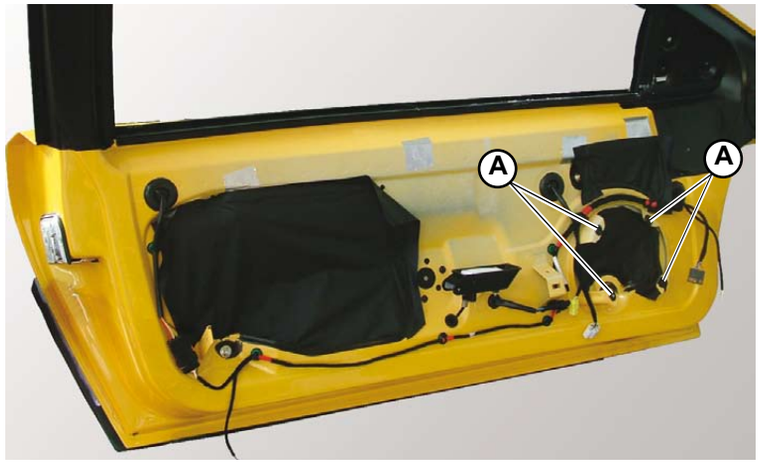

Fig.1
2. Position the loudspeaker and fix to the door using the 4 screws (**A-Fig.1**).